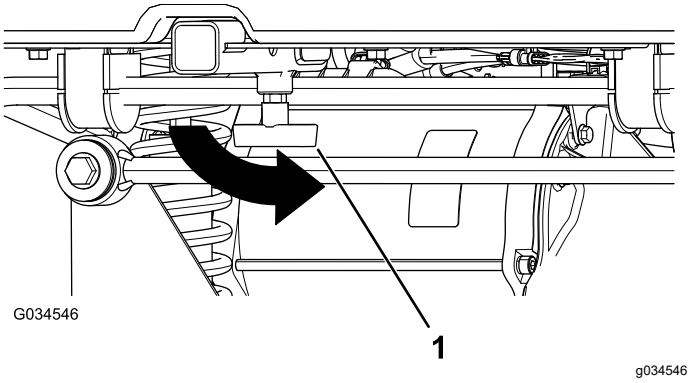

Figura 16
4. Aperte a pega em “T” rodando-a no sentido contrário ao dos ponteiros do relógio (Figura 16).